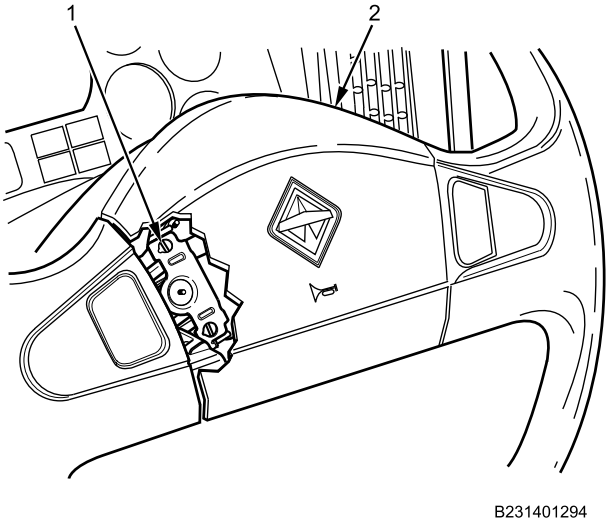

Figure 7. Position Horn Button Assembly.
2. Ensure release springs (Figure 7, Item 1) are properly seated on steering wheel.
3. Position horn button (Figure 7, Item 2) on steering wheel.